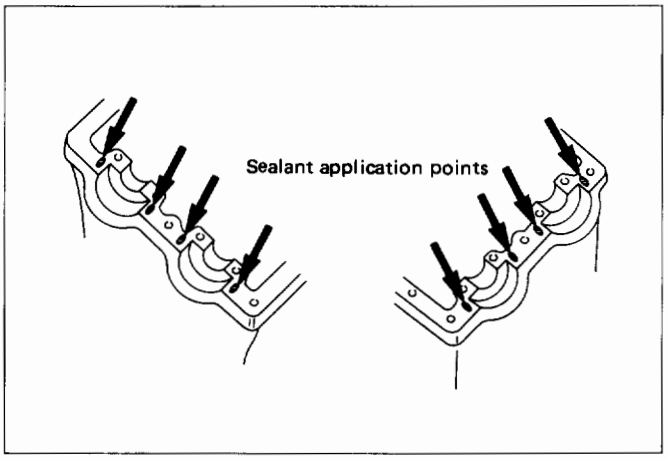

Fig. 6A1-46
2) Apply sealant (TB-1207B or equivalent) to contact surfaces of cylinder head with #1 and #6 camshaft bracket as shown in Fig. 6A1-46.